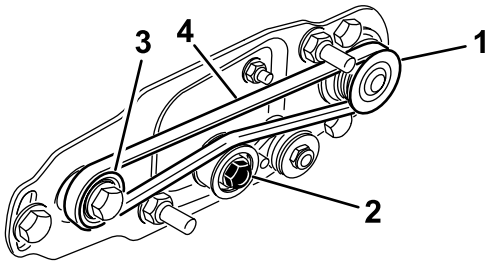

Figura 26
A. Coloque la correa alrededor de la polea **motriz** y luego por encima de la polea tensora (Figura 26).
B. Empiece a colocar la correa en la polea **arrastrada** (Figura 26).